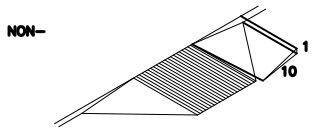

FIG. 13
4.7.6 BUILT-UP CURB RAMPS. BUILT-UP CURB RAMPS SHALL BE LOCATED SO THAT THEY DO NOT PRODUCE ANY VEHICLE MOVEMENT LINES (SEE FIG. 13).